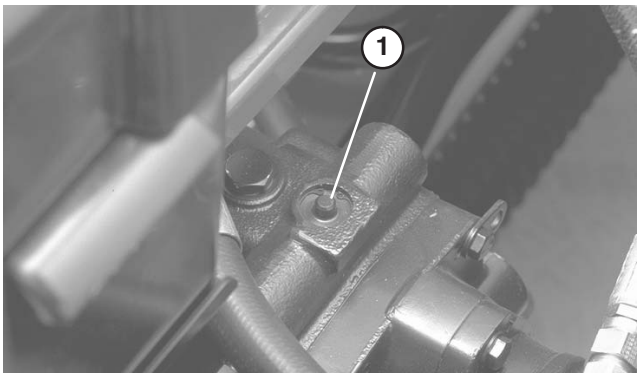

Bild 30
1. Das Sicherheitsventil befindet sich über der variablen Hubpumpe (Bild 30). Drehen Sie das Ventil um 90° nach rechts oder links, um es zu öffnen und Öl intern abzulenken. Weil das Öl abgelenkt wird, lässt sich die Maschine ohne Schäden am Getriebe langsam bewegen.